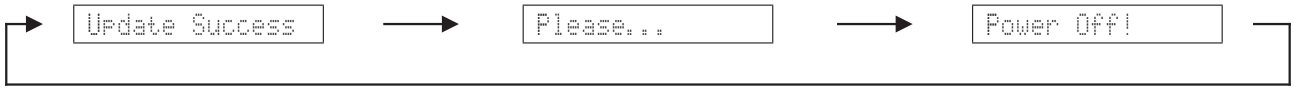

Fig. 3
4. When writing of the firmware is completed, “Update Success”, “Please...” and “Power Off!” are displayed repeatedly. (Fig. 3)
4. ファームウェアの書き込み完了後、“Update Success”、“Please...”、“Power Off!” が繰り返し表示されます。（Fig. 3）